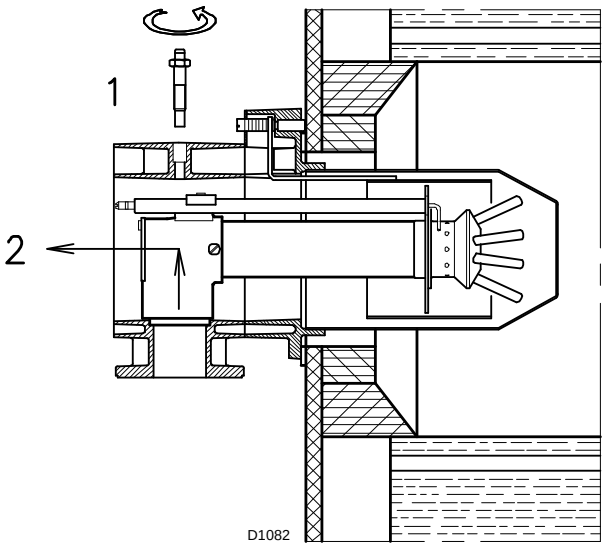

Fig. 10
- ➤ enlever la vis 1) (Fig. 10);
- ➤ d'extraire la partie interne 2)(Fig. 10) de la tête et de procéder à leur réglage.